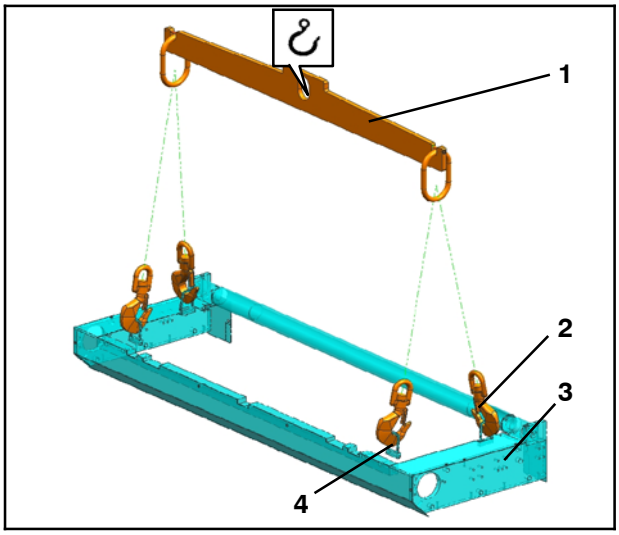

Fig. 40 Dispositif de levage avec cassette accrochée
12. Accrocher les crochets (Fig. 40/2) du dispositif de levage fourni (Fig. 40/1) dans les quatre éclisses (Fig. 40/4) de la cassette (Fig. 40/3)
15. Décrocher les crochets (Fig. 40/2) des éclisses (Fig. 40/4)